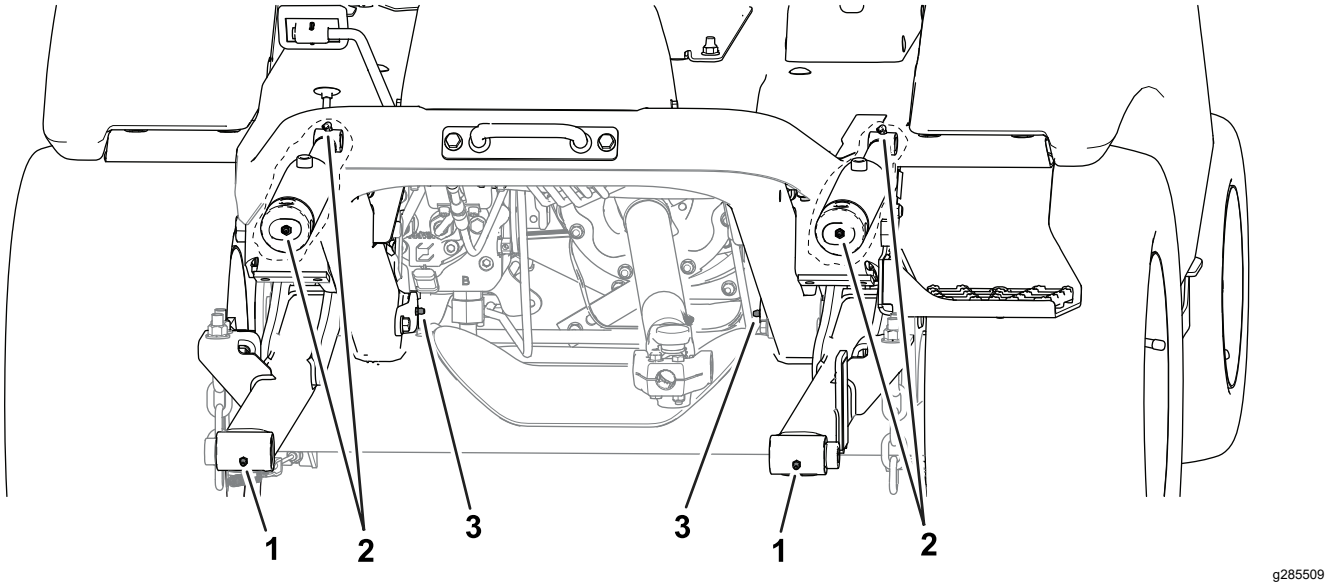

**Figuur 47**
- **Voorzijde van de machine** (Figuur 47):
- Penkoppelingen van werktuig (2)
- Lagerbussen van hefcilinder (2)
- Penkoppelingen van hefarm (2)